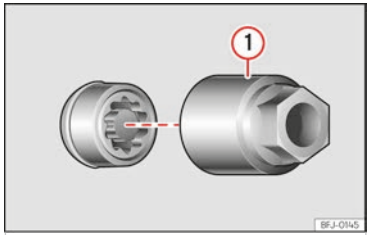

Fig. 261 Tornillo antirrobo de la rueda con capuchón y adaptador.
- Encaje el adaptador especial ››› fig. 261 ① (herramienta de a bordo ››› pág. 359) en el tornillo antirrobo de la rueda hasta el tope.